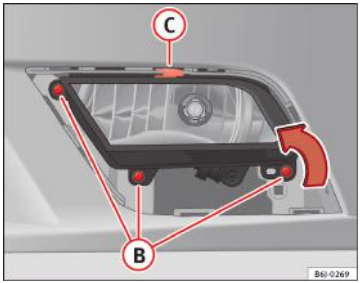

Fig. 167 Proiectoarele de ceață
– Îndepărtați bolțurile (3x) ⇒fig. 167 Ⓑ pentru a scoate proiectorul de ceață.
– Scoateți clema metalică situată în partea superioară a proiectorului de ceață, trăgând spre exteriorul automobilului ⇒fig. 167 Ⓒ. ■